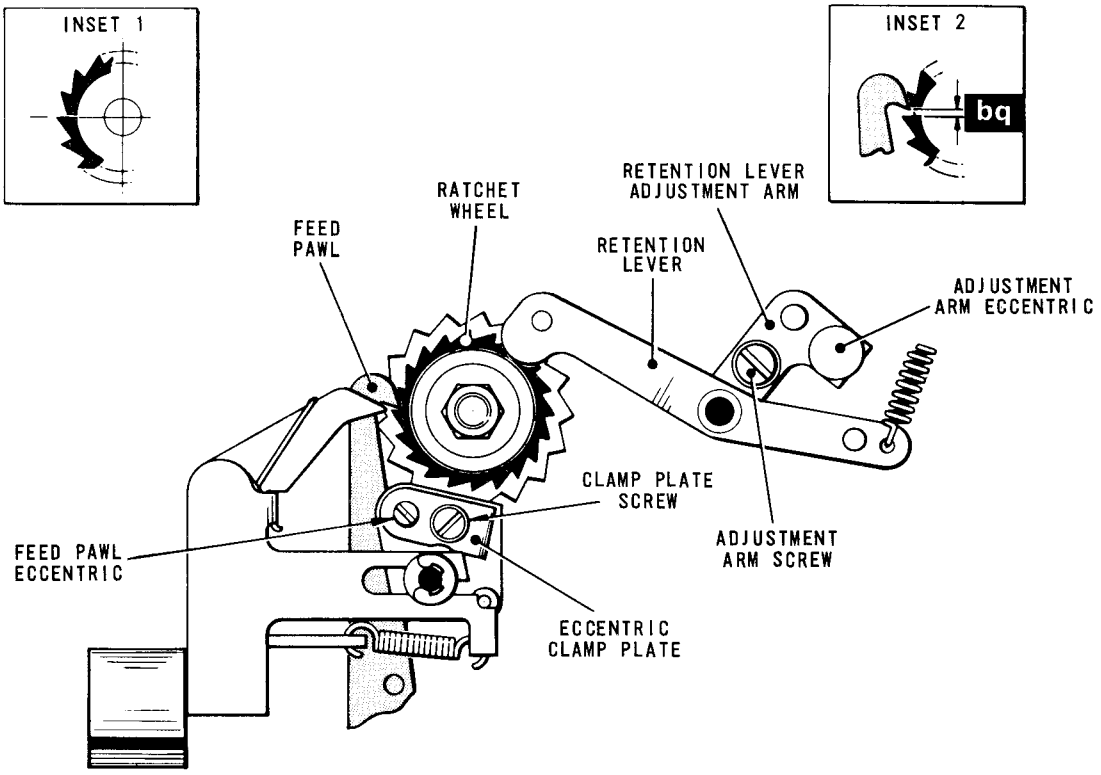

Fig. 4.79 TAPE FEED MECHANISM
95.1 With the machine in the rest condition, check that the ratchet wheel, Fig.4.79, is so positioned that the engagement face of one of its teeth is in the horizontal plane, as shown in inset 1.
96.1 With the machine in the rest condition, check that there is an estimated clearance of .020 in. (dimension 'bq' - inset 2) between the operating face of the feed pawl, Fig.4.79, and the nearest tooth of the ratchet wheel.
97.1 Operate the feed pawl, Fig.4.79, by hand and check that on its downward movement the pawl engages one tooth only of the ratchet wheel.
(a) Lift the retention lever, Fig.4.79, out of engagement with the extention wheel.